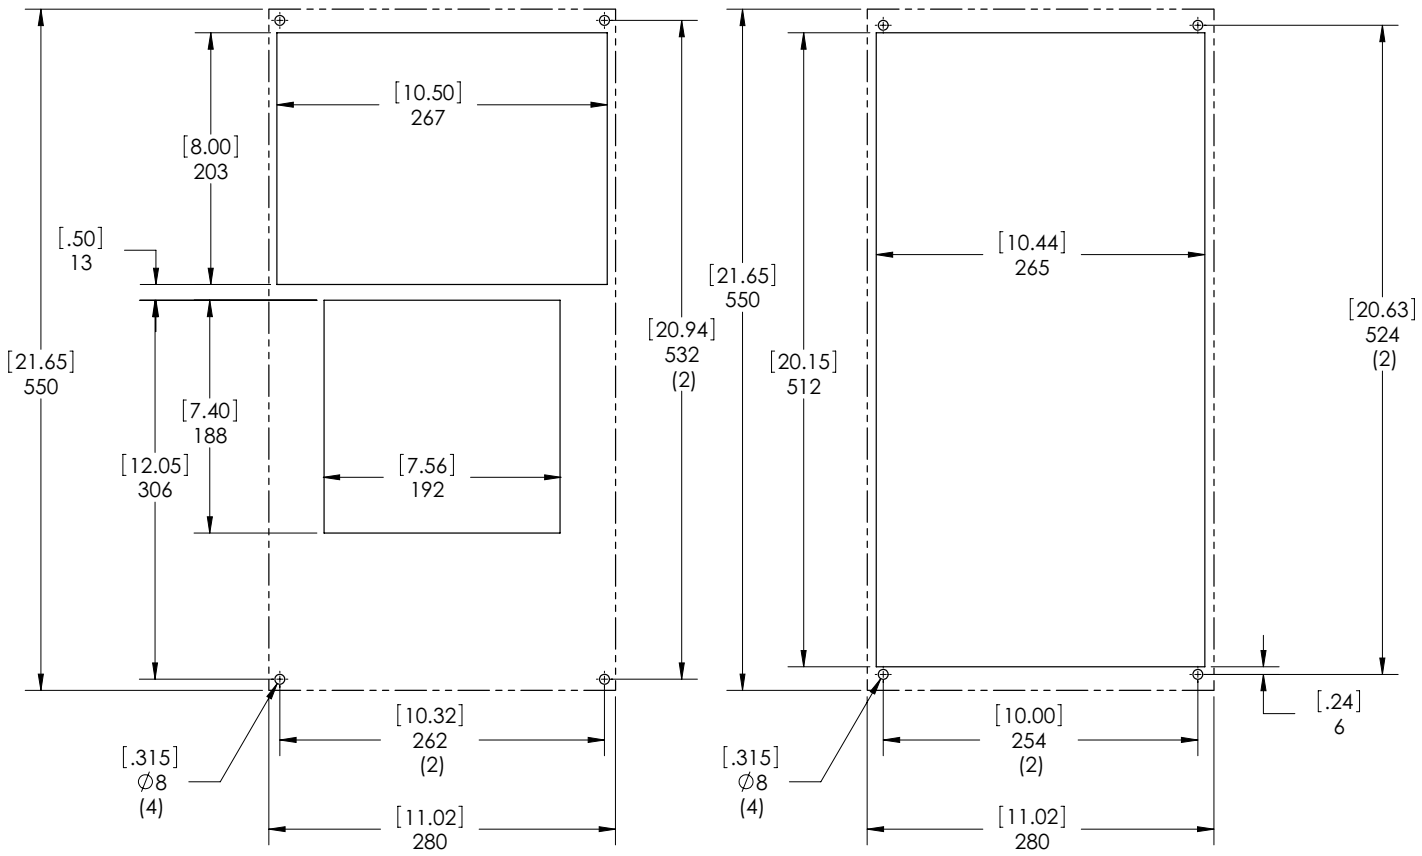

Figure 17
2. Placez les joints de fixation (inclus dans le kit fourni avec l'unité) sur le climatiseur (voir les Figure 16 et Figure 17).
4. Une fois l'unité en position verticale, patientez au moins cinq (5) minutes avant de la mettre en service. ATTENTION ! Le climatiseur doit impérativement être en position verticale pour fonctionner.